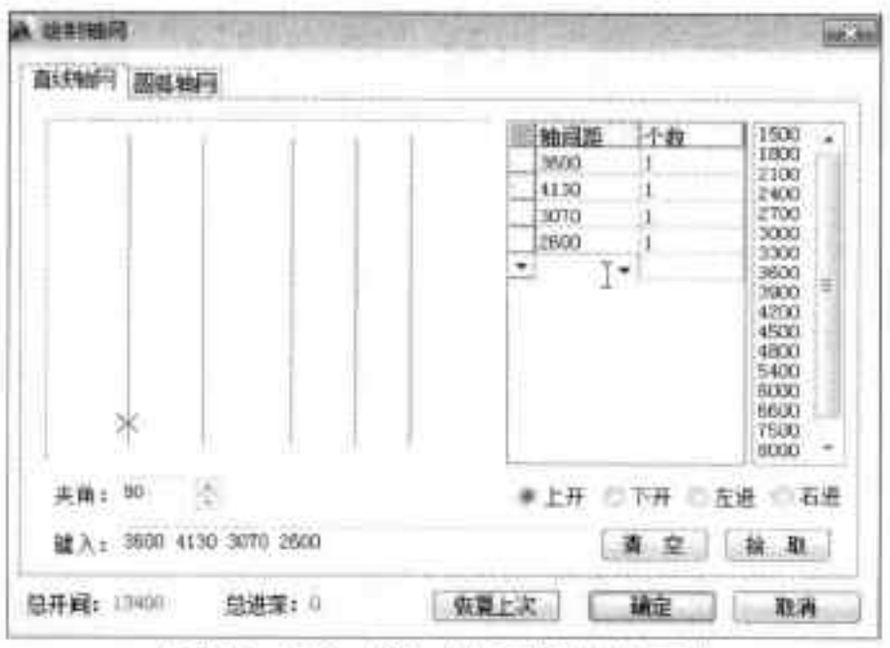

图16-119 输入“上开”轴线尺寸
Step02 单击“上开”单选按钮，在“轴间距”列表中，输入轴线尺寸数值，如图 16-119 所示。